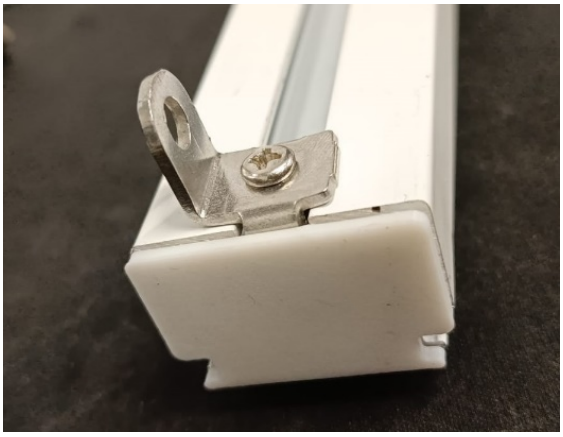

Рис. 4.2
4.2. Вставить и закрепить Стопор шторный (801068-0000) с одной стороны карниза (Рис. 4.2).
4.5. Вставить *Заглушку боковую плоскую тип S* в противоположный край карниза (Рис.4.2).